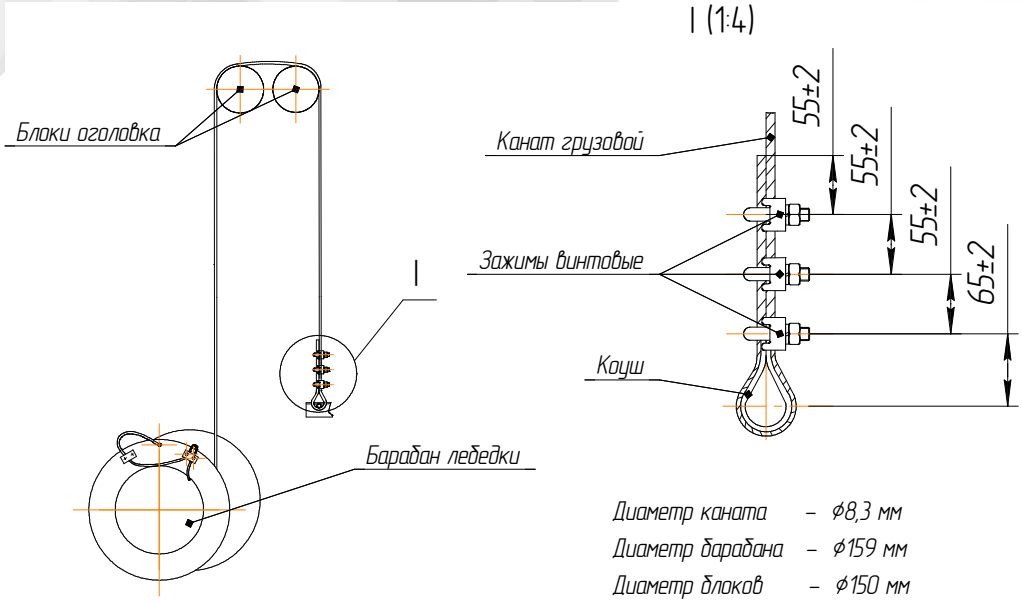

Рис. 18 – Схема запасовки каната грузового
9.3.12. Выполнить запасовку каната грузового согласно схеме запасовки (рис. 18).
Необходимо заменить канат. Закрепить канат на подъемнике в соответствии со схемой запасовки (рис. 18). На пульте управления нажать кнопку «Вверх» до момента разблокировки ловителей.